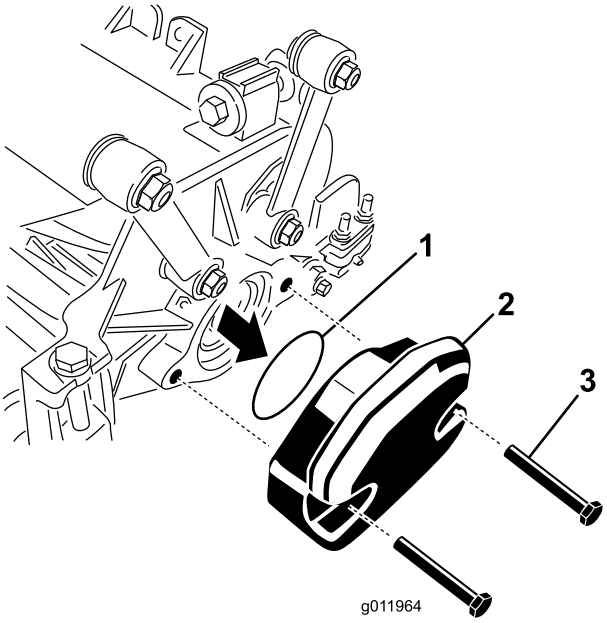

Rysunek 23
2. Z wewnętrznego końca prawego zespołu napędowego należy zdemontować przeciwwagę i o-ring (Rysunek 23).